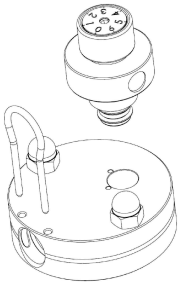

Abb. 4
- Ziehen Sie das Luftregulierungs-Gehäuse vom Ventilkopf ab. (Abb. 4)